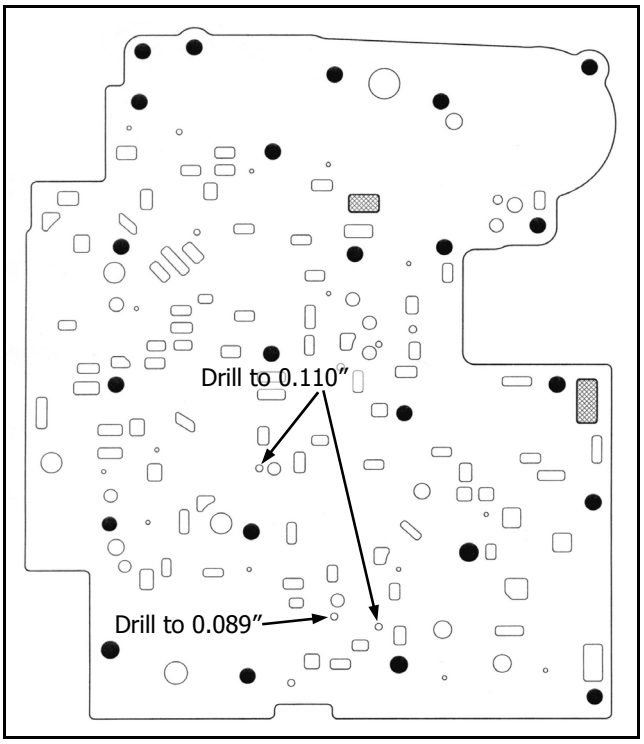

**Figure 4**
**STEP 5** Drill orifice sizes in spacer plate (See **FIGURE 4** template). Drill bits are supplied with kit.